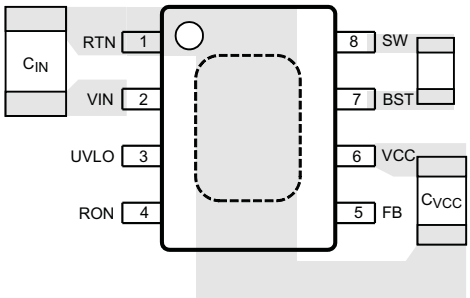

Figure 18. Placement of Bypass Capacitors
- C_{IN}: The loop consisting of input capacitor (C_{IN}), V_{IN} pin, and RTN pin carries switching currents. Therefore the input capacitor should be placed close to the IC, directly across V_{IN} and RTN pins and the connections to these two pins should be direct to minimize the loop area. In general it is not possible to accommodate all of input capacitance near the IC. A good practice is to use a 0.1-µF or 0.47-µF capacitor directly across the V_{IN} and RTN pins close to the IC, and the remaining bulk capacitor as close as possible (see Figure 18).
- C_{VCC} and C_{BST}: The V_{CC} and bootstrap (BST) bypass capacitors supply switching currents to the high and low-side gate drivers. These two capacitors should also be placed as close to the IC as possible, and the connecting trace lengths and loop area should be minimized (see Figure 18).